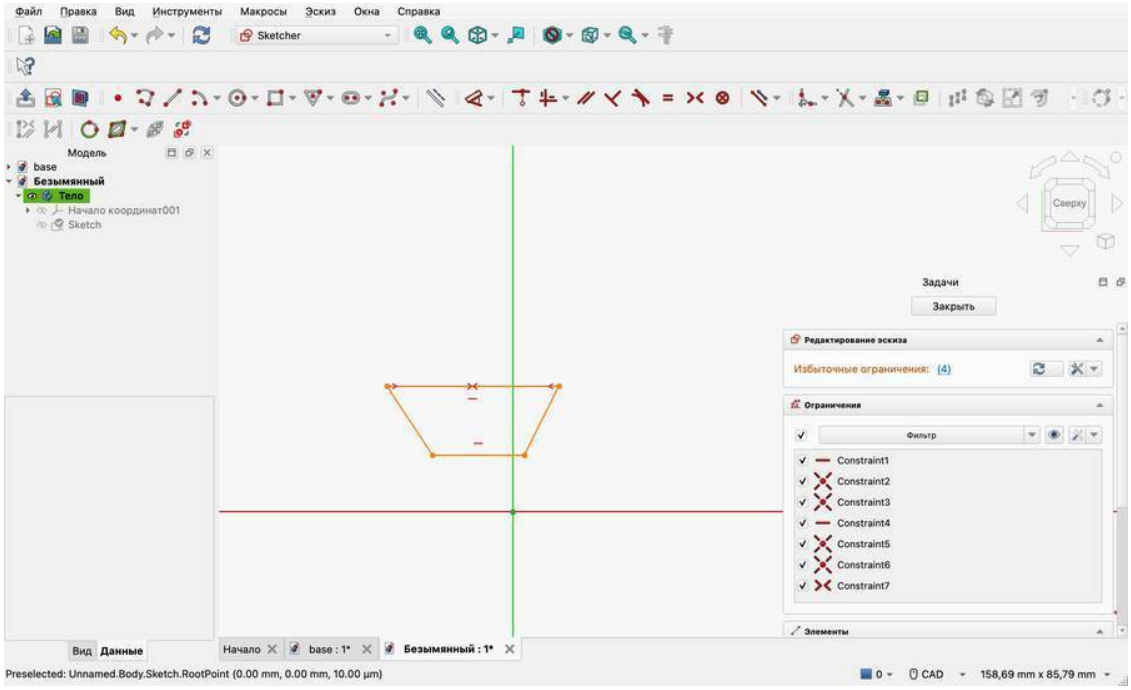

Рис. 5.8 — Избыточное ограничение: симметрия концов уже означает горизонтальность
Контур стал оранжевым, а вместо счётчика написано «Избыточные ограничения: (4)» (рис. 5.8). Номер в скобках у вас может быть другим: он зависит от того, в каком порядке вы чертили отрезки.